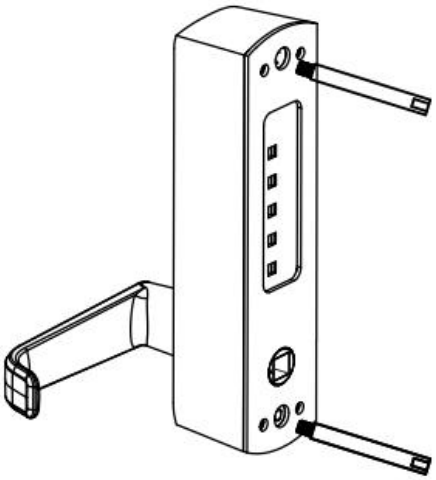

FIG9A
1) Najpierw wkręć solidną śrubę w otwór w zamku na hasło na panelu przednim (patrz rysunek 9A). Następnie wybierz odpowiedni rozmiar kwadratowego wałka do montażu, w zależności od grubości drzwi (patrz rysunek 10).